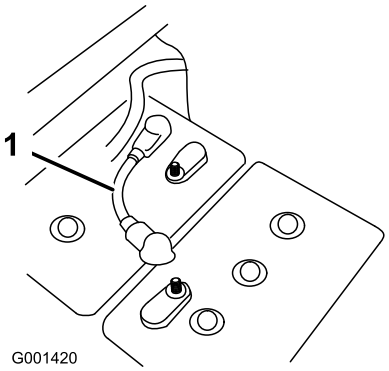

Figur 2
4. Ta bort en kort batterikabel som ansluter två valfria batterier i batterigruppen så att strömmen bryts till systemet (Figur 2).